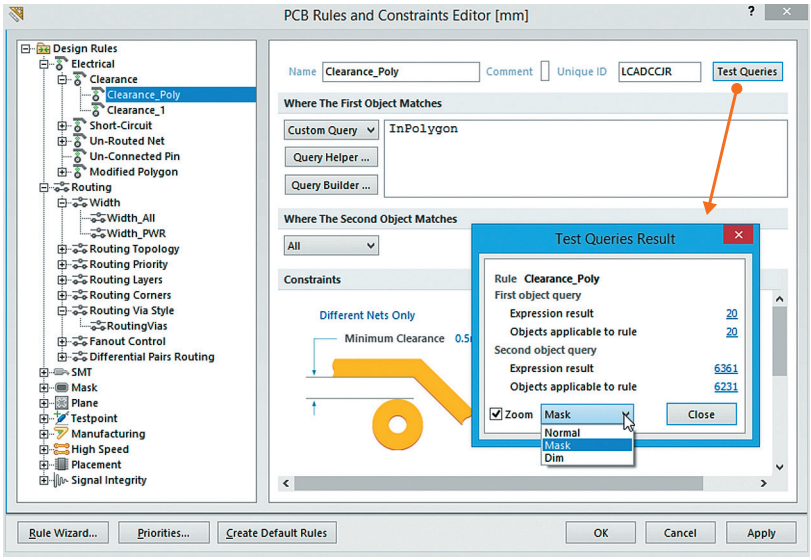

Рис. 3. Функция проверки области действия правила проектирования
3. Добавлена новая функция для проверки запросов (Test Queries), с помощью которой можно оценить область действия сформированного запроса. Функция проверки запроса включается кнопкой **Test Queries**, после чего открывается диалоговое окно отчета о результатах выполнения запроса Test Queries Result (рис. 3), в котором отображается количество объектов, удовлетворяющих